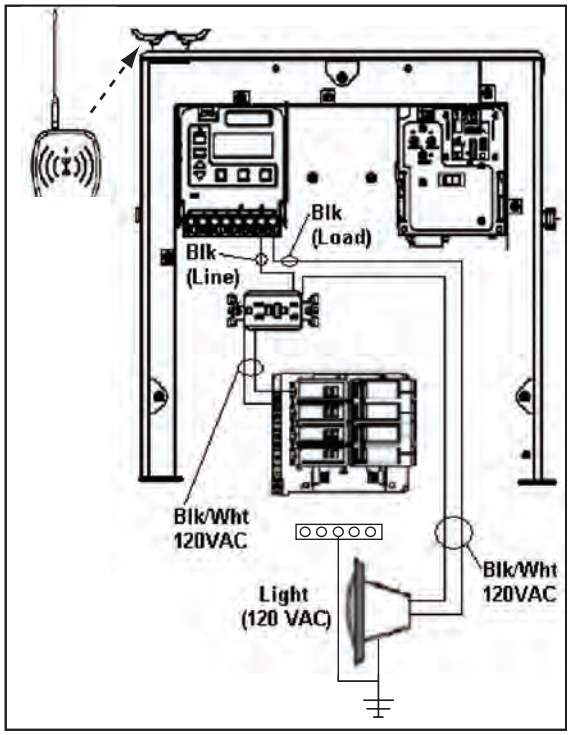

Figure 3-8
1. Install a GFCI receptacle and connect the neutral and hot wire, from the circuit breaker, to the LINE side of the GFCI. (See Figure 3-8).
b. Then out the LINE side of the clock to the LOAD side of the GFCI. (See Figure 3-8.)